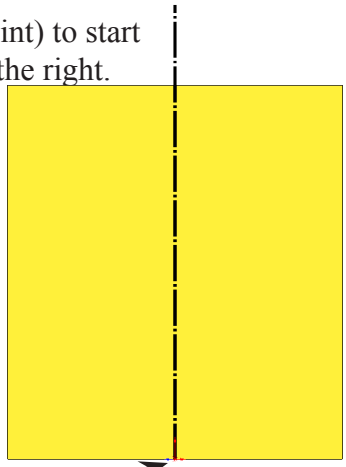
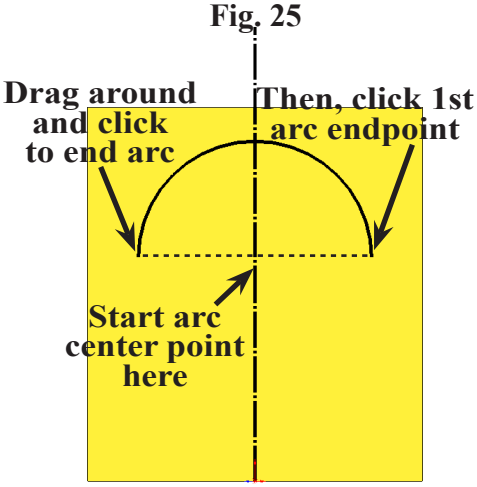

Fig. 26
Fig. 27
Step 5. Starting from the Origin at the bottom of the body, draw a vertical line up through the body and extend the line out beyond top of body, **Fig. 26**.
Step 6. Click **Centerpoint Arc** (S) in the **Arc flyout** on the Sketch toolbar.
Step 7. Click the centerline (not midpoint) to start the arc and move the cursor to the right. Click to place the first end point, then move cursor counterclockwise 180 degrees. Click to place the second end point, **Fig. 27**.